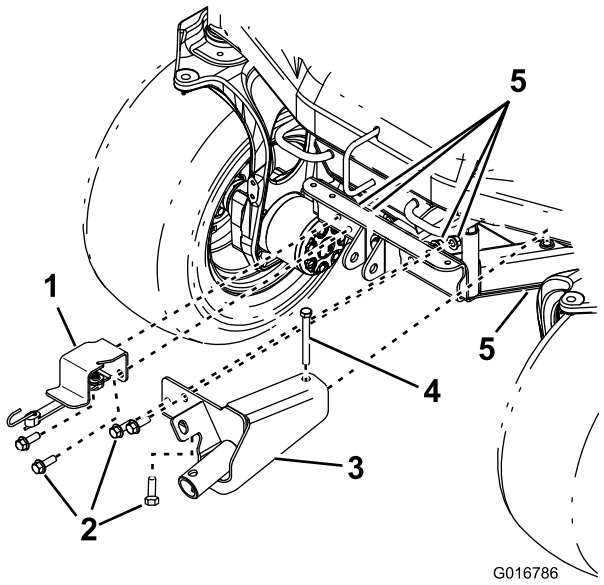

Figuur 5
2. Bevestig de steunbeugel voor de krik aan het frame van de machine met 2 zeskantige flenskopbouten en 2 borgmoeren (Figuur 5).
3. Monteer de krikbeugel aan het frame van de machine met behulp van 3 zeskantige flenskopbouten (1/2 x 1-1/2 inch), een zeskantbout (1/2 x 4-1/2 inch) en 4 borgmoeren (Figuur 5).